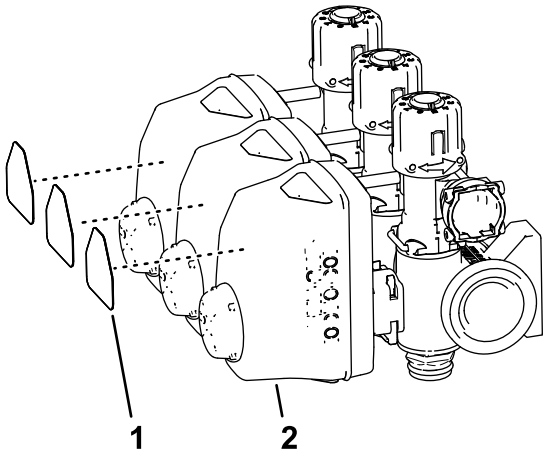

Figuur 68
5. Verwijder de stickers van de actuators van de 3 spuitboomkleppen (Figuur 68).